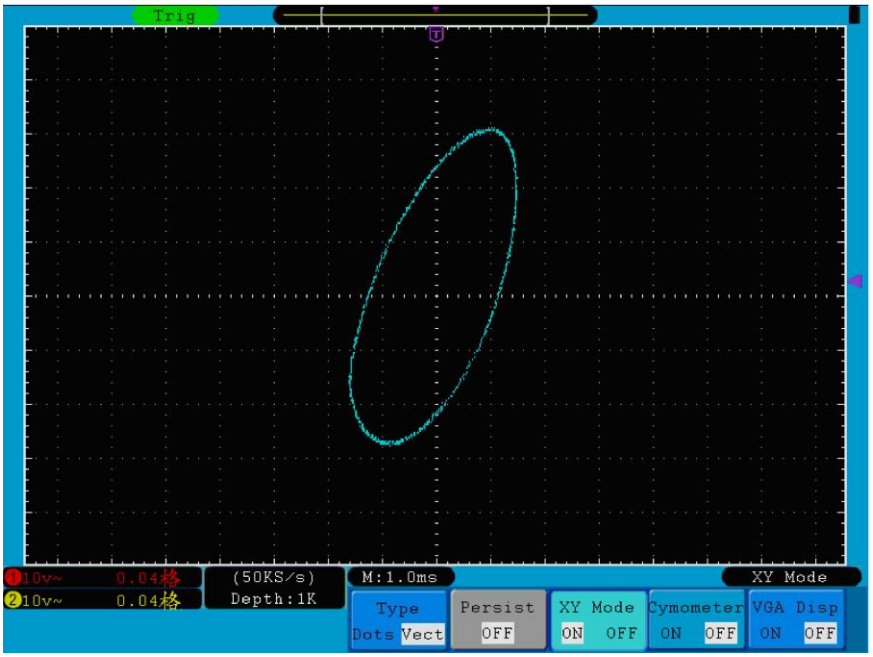

Abb. 45 Anzeigeformat XY
2. Drücken Sie die Menüauswahltaste **H3** und wählen Sie XY bei Format. Das Anzeigeformat wechselt in den XY-Modus (siehe **Abb. 45**).